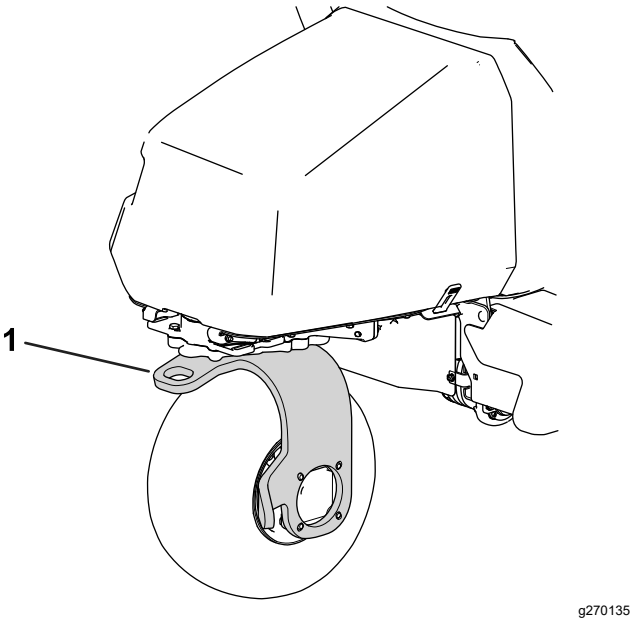

Figur 31
11. Brug den bageste styrehjulsgaffel til at bugsere maskinen (Figur 31).